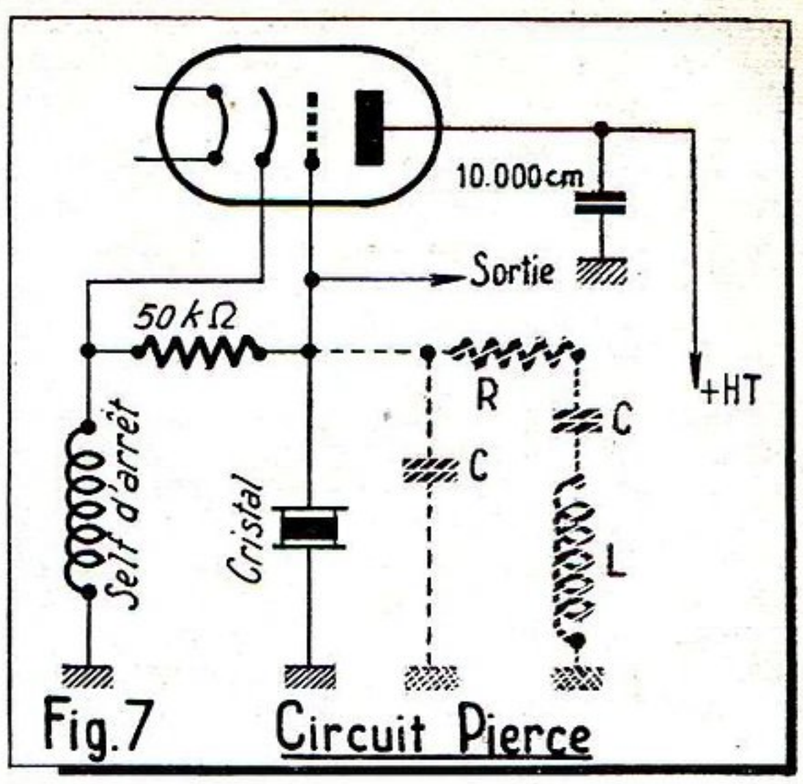

Fig.7 Circuit Pierce
I. Oscillateur Pierce (figure 7).